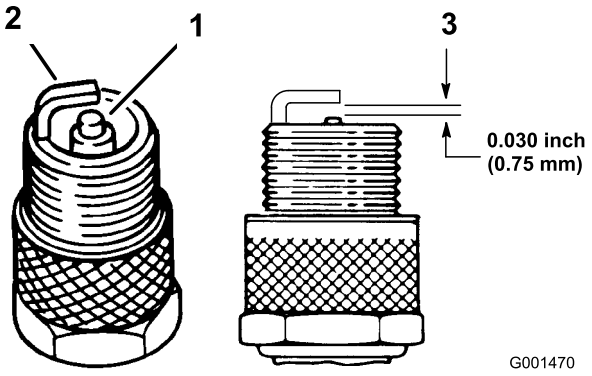

Figur 25
1. Titta mitt på tändstiften (Figur 25). Om isolatorn är ljusbrun eller grå fungerar motorn som den ska. En svart beläggning på isolatorn brukar betyda att luftrenaren är smutsig.
2. Kontrollera avståndet mellan mitt- och sidoelektroderna (Figur 25). Böj sidoelektroden (Figur 25) om avståndet är felaktigt.
3. Anslut kablarna till tändstiften (Figur 25).